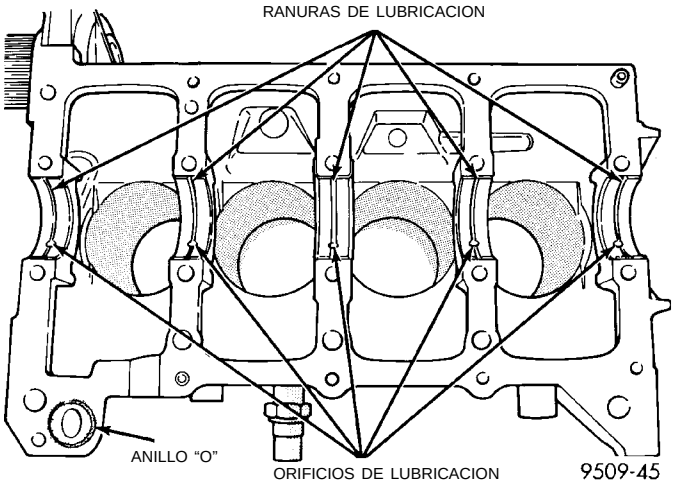

Fig. 68 Instalación del casco superior del cojinete principal
(1) Instale los cascos de cojinete principal con la ranura de lubricación situada en el bloque de cilindros. Instale el anillo “O” en la escotadura del bloque (Fig. 68).
(2) Asegúrese de que los orificios de lubricación del bloque se alineen con el orificio de lubricación de los cojinetes y las lengüetas de cojinete se asienten en las muescas de lengüeta del bloque.